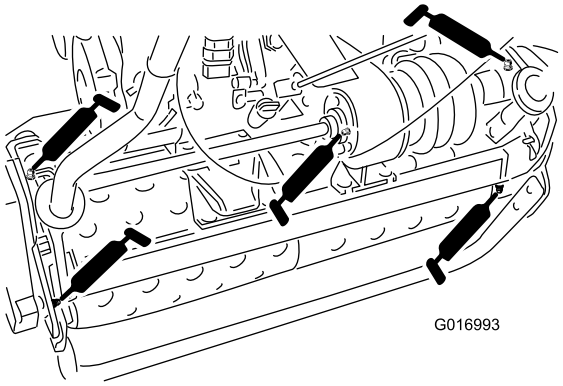

Figur 19
- Två på trumaxlarna (Figur 19)
- Tre på differentialen (Figur 19)